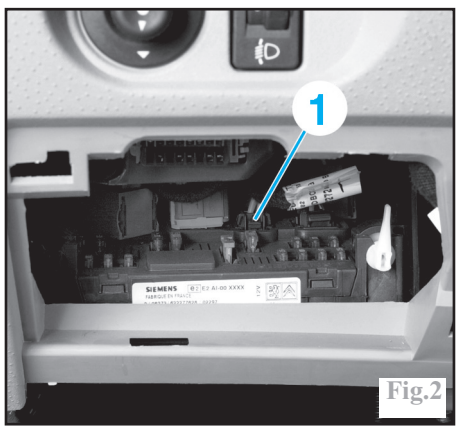

Fig.2
Débrancher le connecteur (1) noir (fil orange et vert / noir) (Fig.2).